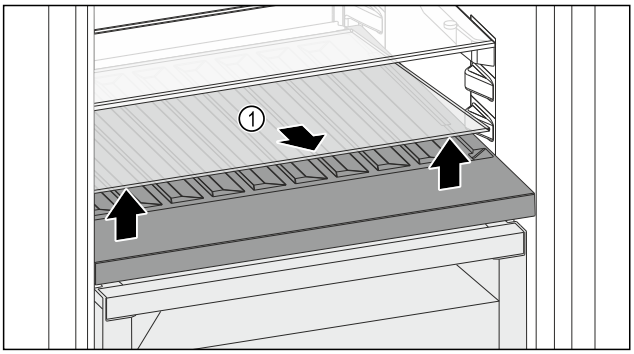

Fig. 186
▶ Lift the glass shelf *Fig. 186 (1)* at the front and remove.
▶ Store the glass shelf *Fig. 186 (1)* in a safe place outside the appliance.